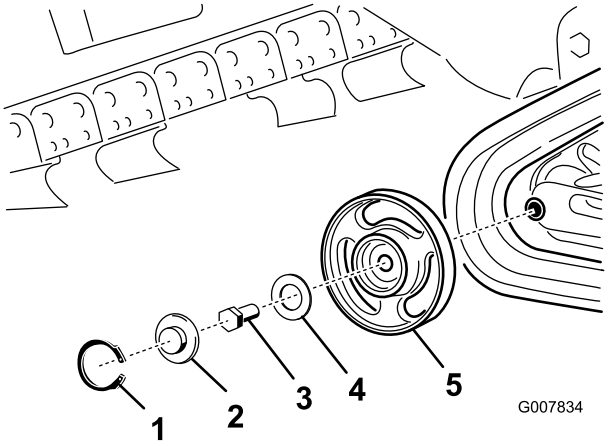

**Rysunek 50**
**Informacja:** Być może konieczne będzie zdjęcie przedniego zewnętrznego koła jezdnego. Aby zdjąć to koło, usuń pierścień sprężynujący i kołpak ze środka koła jezdnego (Rysunek 50). Następnie usuń śrubę i uszczelkę ze środka koła i zdejmij koło z maszyny.